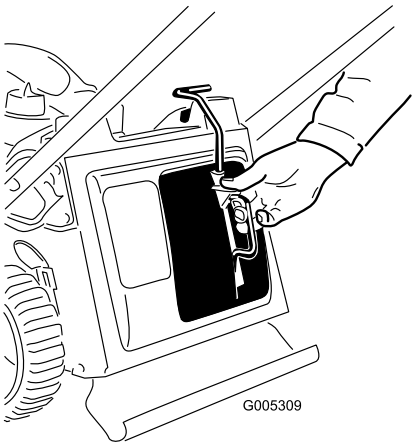

Figur 8
2. Tryck in knappen på spaken med tummen och för in mullningspluggen hela vägen i öppningen (Figur 8).